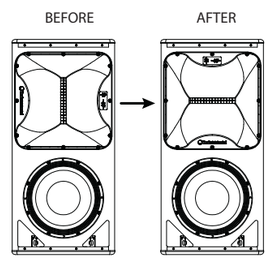

Fig. 6
13. すべてのコンポーネントをチェックし、ホーンの向きが正しいことを確認します（図 6）。